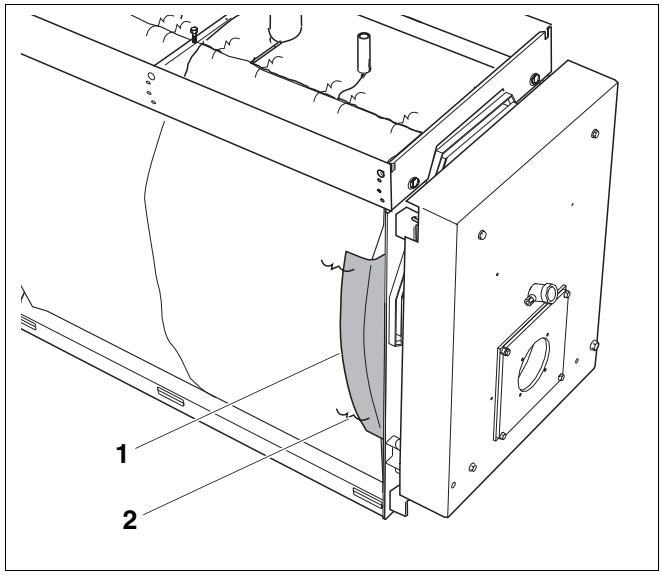

Rys. 23 Montaż pasów z jedwabiu szklanego
- Na przedniej krawędzi izolacji cieplnej korpusu kotła zamocować po obu stronach dostarczone pasy z czarnego jedwabiu szklanego (rys. 23, **poz. 1**), każdy z pasów zabezpieczyć 2 klamrami (rys. 23, **poz. 2**) i zagiąć do środka. W przypadku kotłów wielkości 590 – 1260 może zajść konieczność skrócenia ww. pasów.